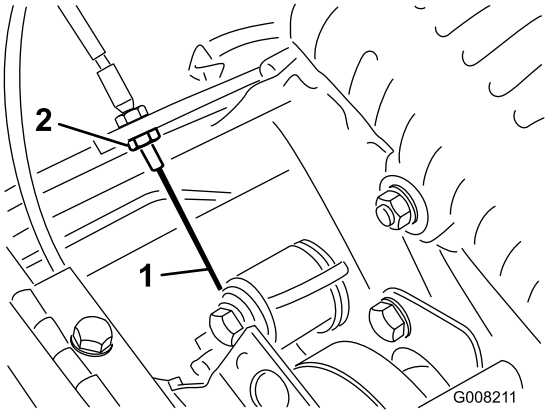

**Rysunek 42**
3. Aby zwiększyć napięcie linki, poluzuj przednią przeciwnakrętkę linki i dokręć tylną przeciwnakrętkę linki (Rysunek 42) aż do wywarcia nacisku o sile od 3 do 4 kg wymaganej do załączenia elementu sterującego jazdą.